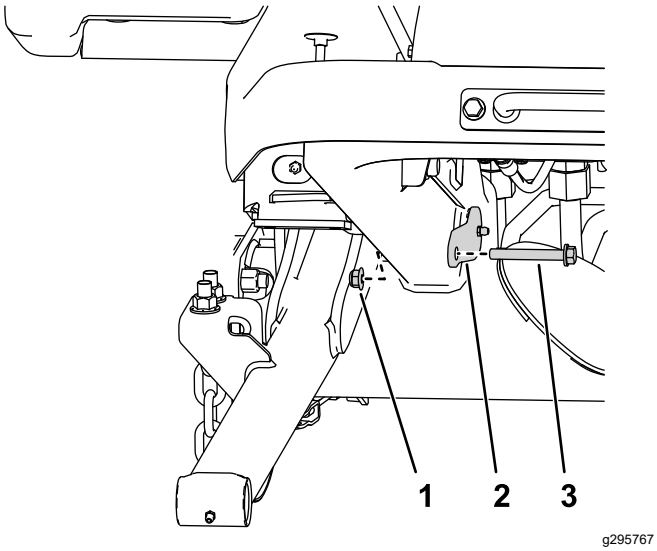

**Figura 7**
4. Utilizzate 2 dadi (⅜") e 2 bulloni (⅜" x 2¾") per fissare i perni grandi al telaio (Figura 7).